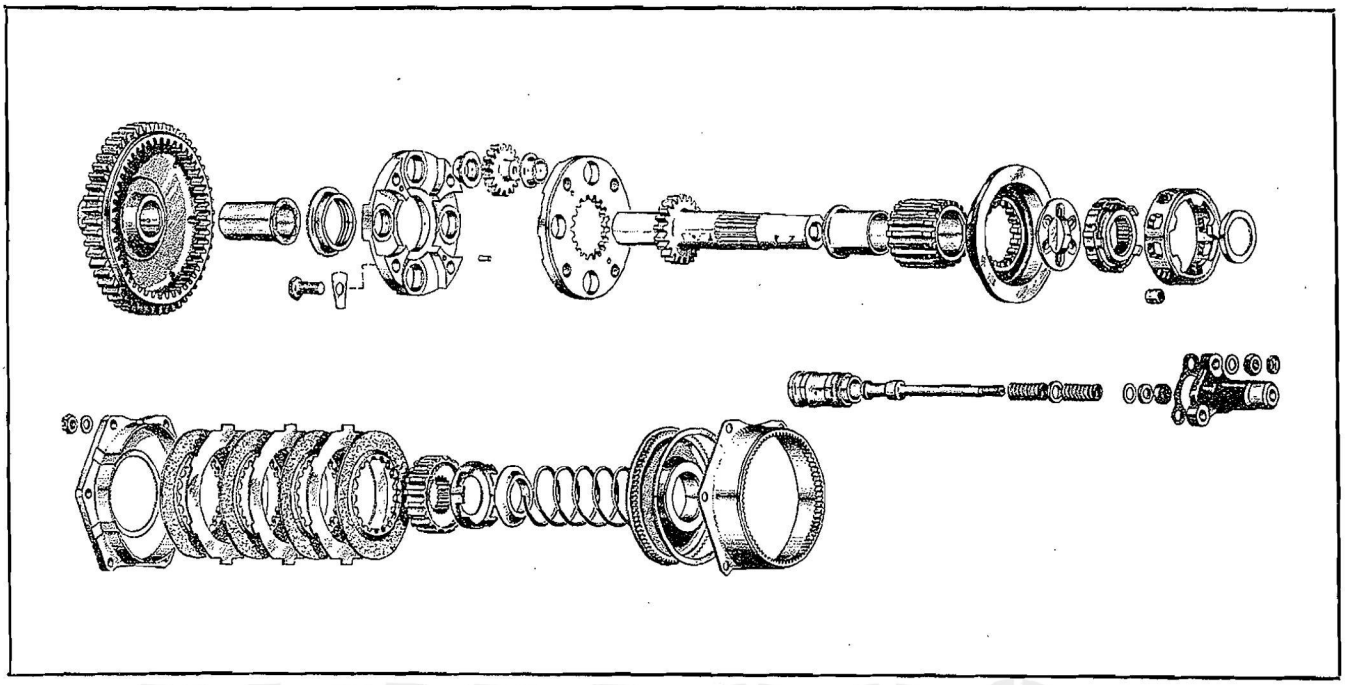

Figure 25—Two-Speed Roller Clutch Supercharger Drive
a. The Model R-1820-87, -54, -60, -40B, and some of the -40 engines incorporate a two-speed supercharger which is actuated through the use of a roller clutch assembly. This assembly replaces the impeller drive gear and integral pinion used in single speed engines. In the roller clutch assembly, two separate gears correspond to the dual impeller drive gear of single speed engines, namely, the impeller drive gear, and the intermediate impeller drive gear. These gears are connected through the use of a cam and roller assembly for low speed operation, and by means of a stationary hydraulic multi-plate clutch assembly and a planetary gear system for high speed operation. Refer to Figure 25.